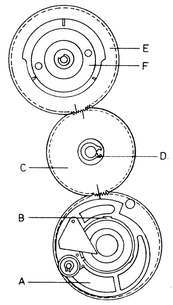

Fig. 3
7. Remplacement des roues dentées du servo-engrenage (Fig. 3)